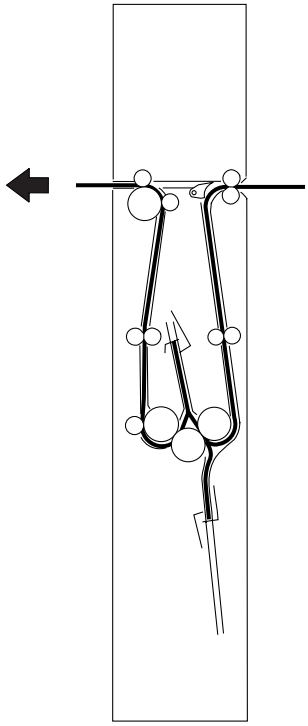

Figure 2-906
2) The copy paper (capable of being folded) is moved as shown in Figure 2-906 within the paper feeding unit, and is folded into Z. (Fro details, see p. 2-209.)